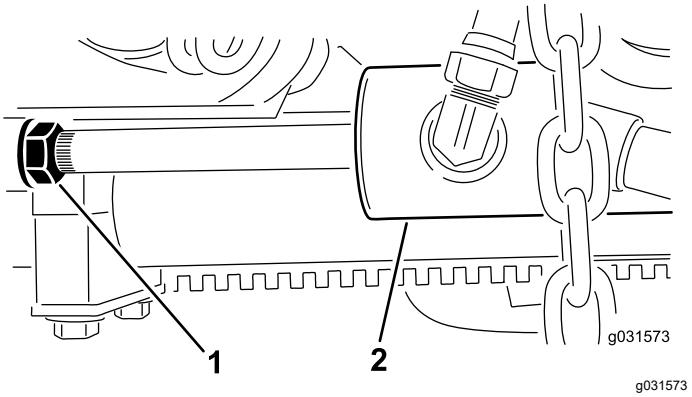

Figura 14
B. Solte a porca de bloqueio no cilindro (Figura 14).